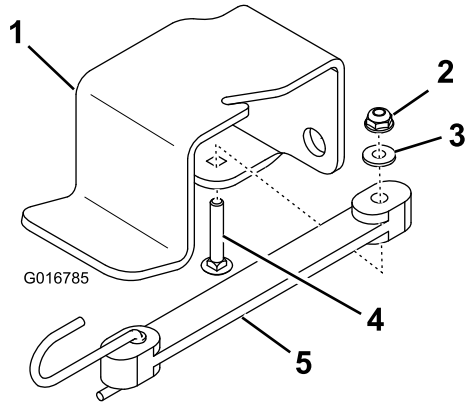

Figure 4
1. Fixez le sandow au support de soutien du cric à l'aide d'un boulon de carrossier, d'une rondelle plate et d'un écrou hex. à embase (Figure 4).